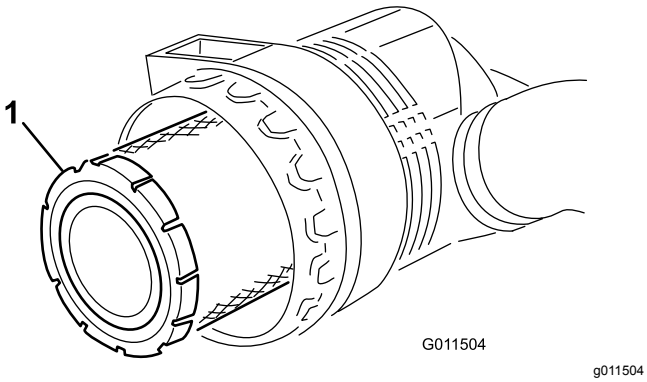
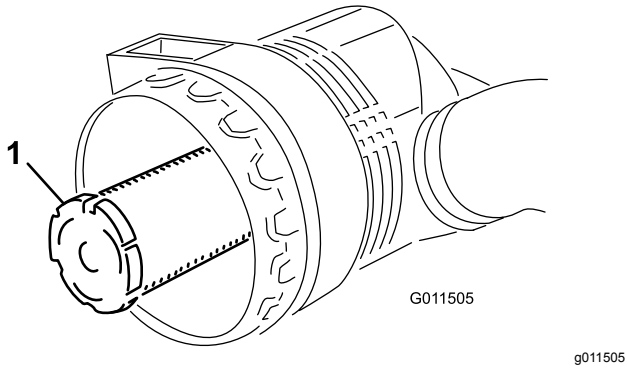

**Figuur 71**
**Figuur 72**
3. Verwijder het voorfilter (Figuur 71). Het wordt afgeraden het gebruikte element te reinigen omdat dit kan leiden tot beschadiging van de filtermedia. Inspecteer het nieuwe filter op transportschade en controleer het uiteinde van het filter, dat goed moet aansluiten, en de filterbehuizing. Een beschadigd element mag niet worden gebruikt. **Verwijder het veiligheidsfilter** niet (Figuur 72).
***Belangrijk:*** **Probeer nooit een veiligheidsfilter te reinigen (Figuur 72). Plaats steeds een nieuw veiligheidsfilter als het voorfilter drie onderhoudsbeurten heeft gehad.**
4. Plaats het voorfilter terug (Figuur 71).